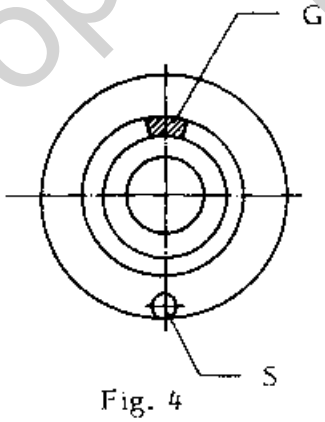

Fig. 4
* Apply the first balancing weight "G" opposite to this point "S" and screw it up. It can not be moved again (Fig. 4)